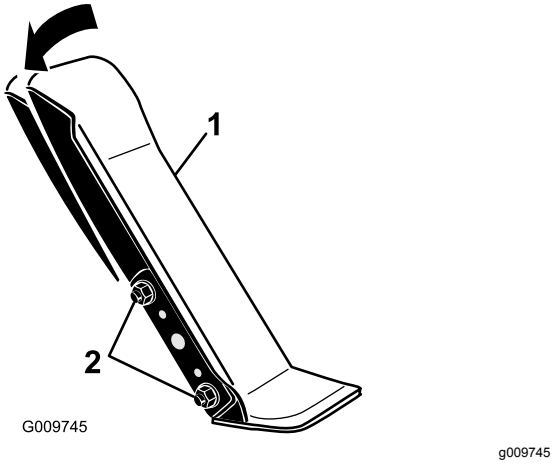

Figuur 88
1. Draai de bouten en moeren los waarmee de linkerzijde van het tractiepedaal aan de beugel is bevestigd (Figuur 88).
2. Draai het pedaal naar de gewenste hoek en draai de moeren vast (Figuur 88)˙.